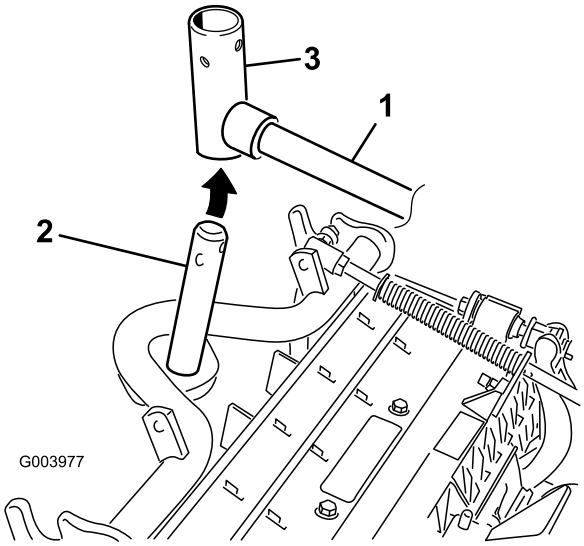

Figur 10
8. Vid montering av de främre klippenheterna ska en klippenhet skjutas in under lyftarmen samtidigt som bärramens axel förs upp och in i lyftarmens svängok (Figur 10).
B. Sätt i lyftarmens ok i bärramens axel (Figur 10).